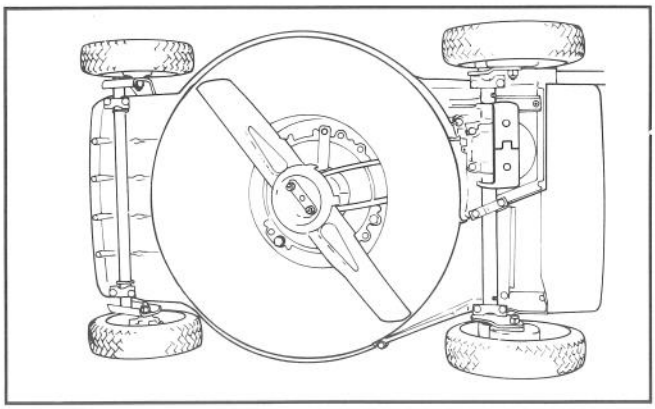

Abbildung 26
2. Den Mäher auf die rechte Seite kippen (Abb. 26). Drehen des Mähmessers vermeiden, da das zu Startproblemen führen könnte.